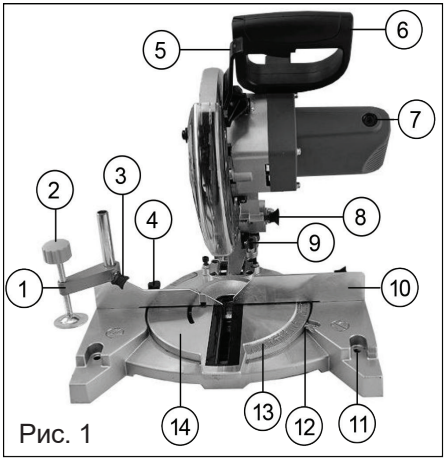

Рис. 1
### 6.1. Сборка (Рис. 1; 2; 3; 4; 6)
### 6.2. Приведение пилы в верхнее положение (Рис. 1)
### 6.3. Транспортировка (Рис. 1; 2)
**6.4. Установка поворотного стола в положение 0° (Рис. 1; 2)**
**6.6. Органы управления (Рис. 1; 2; 3)**
**Регулировка угла 90° (Рис. 1; 2; 4)**
**Регулировка угла наклона 45° (Рис. 1; 2;4)**
**ВНИМАНИЕ!** Установку угла наклона производите при полностью поднятой вверх рукоятке (6). После каждого изменения угла наклона проверяйте закрепление ручки фиксации угла наклона (17).
**Регулировка положения фронтального упора (Рис. 1; 2; 3).**